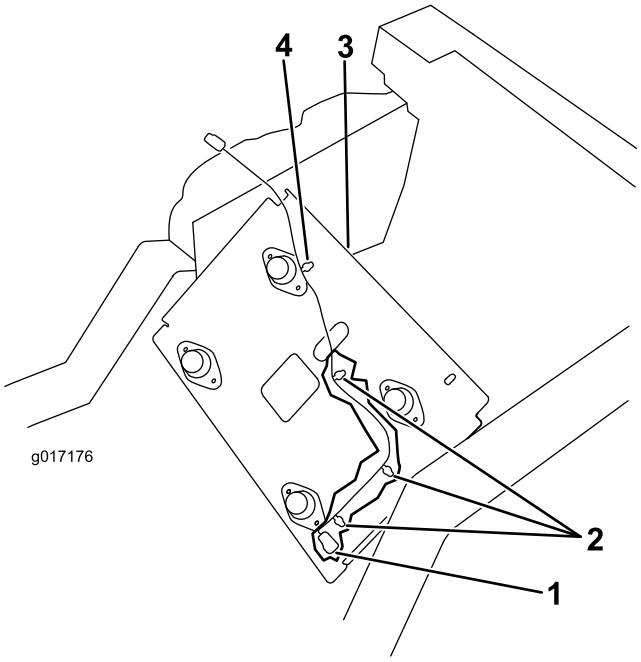

Figuur 6
3. Sluit de nieuwe draadboom aan op de bedrading van de trekkereenheid (Figuur 6)
4. Breng de (3) draadboomklemmen in de gaatjes in de stoelplaat (Figuur 6).
5. Leid de draadboom naar boven door de opening in de stoelbasis en breng de overgebleven draadboomklem in de opening in de stoelbasis (Figuur 6).